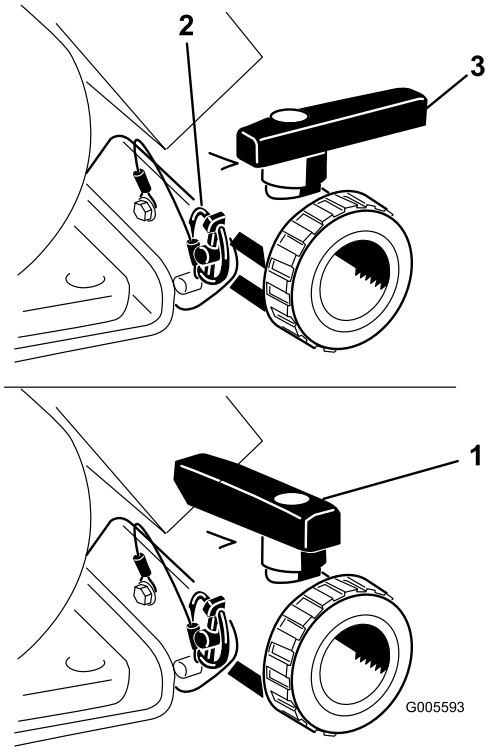

Figuur 20
Gebruik de klep om ongebruikt materiaal uit de tank te laten lopen en af te voeren volgens de plaatselijk geldende voorschriften en de instructies van de fabrikant van de chemische stoffen (Figuur 20). Verwijder na het afvoeren de lynchpen op de beugel waarmee de aftapklep aan de machine is bevestigd en laat de klep op de grond rusten. Hierdoor kan eventueel achtergebleven materiaal in de lijn worden afgevoerd.
3. Monteer, wanneer de tank volledig leeg is, de klep op het frame met de lynchpen die eerder is verwijderd en sluit de aftapklep (Figuur 20).